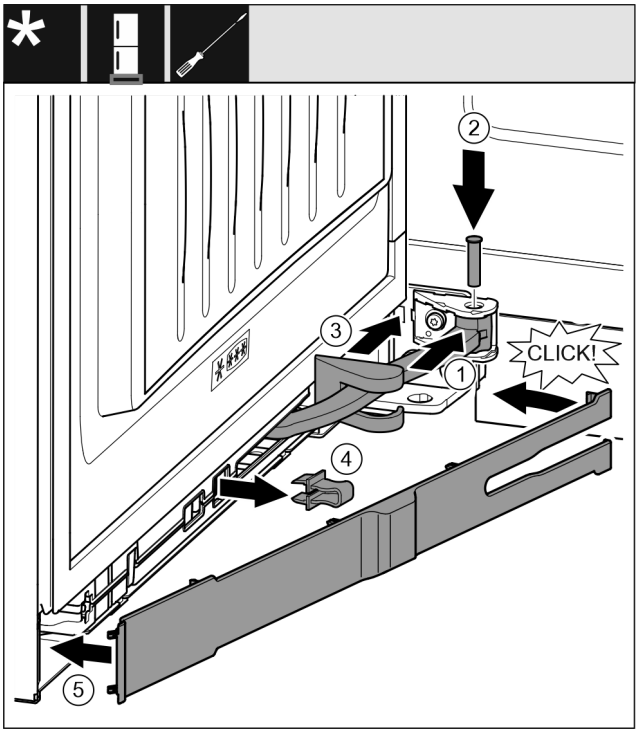

Fig. 69
- ▶ Pagrieziet šarnīru *Fig. 69 (1)* viru mehānismā.
- ▶ Ievietojiet tapu *Fig. 69 (2)* ar skrūvgriezi viru mehānismā un šarnīrā. Uzmaniet, lai fiksācijas izcilnis pareizi atrastos rievā.
- ▶ Bīdiet gultņa balsta pārsegu *Fig. 69 (3)* gar šarnīru un uzstādiet virs viru mehānisma.
- ▶ Noņemiet aizturi *Fig. 69 (4)*.
- ▶ Pielieciet aizsegu *Fig. 69 (5)* no roktura puses un pievirziet.